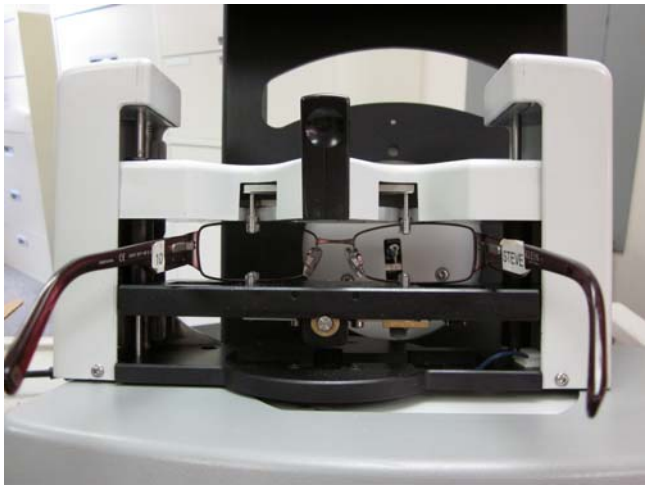

Figura 3.1b: Montatura caricata e pronta per la tracciatura.
4. Rilasciare l'attuatore del portalenti. La Figura 3.1b mostra la montatura montata.